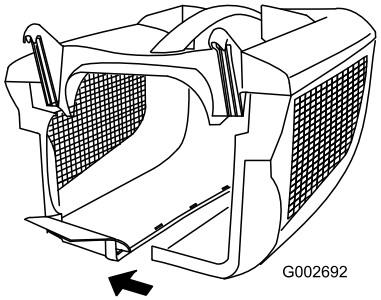

Bild 9
3. Fangen Sie hinten an und richten Sie die restlichen Seitenriegel aus und drücken Sie sie zusammen (Bild 9).